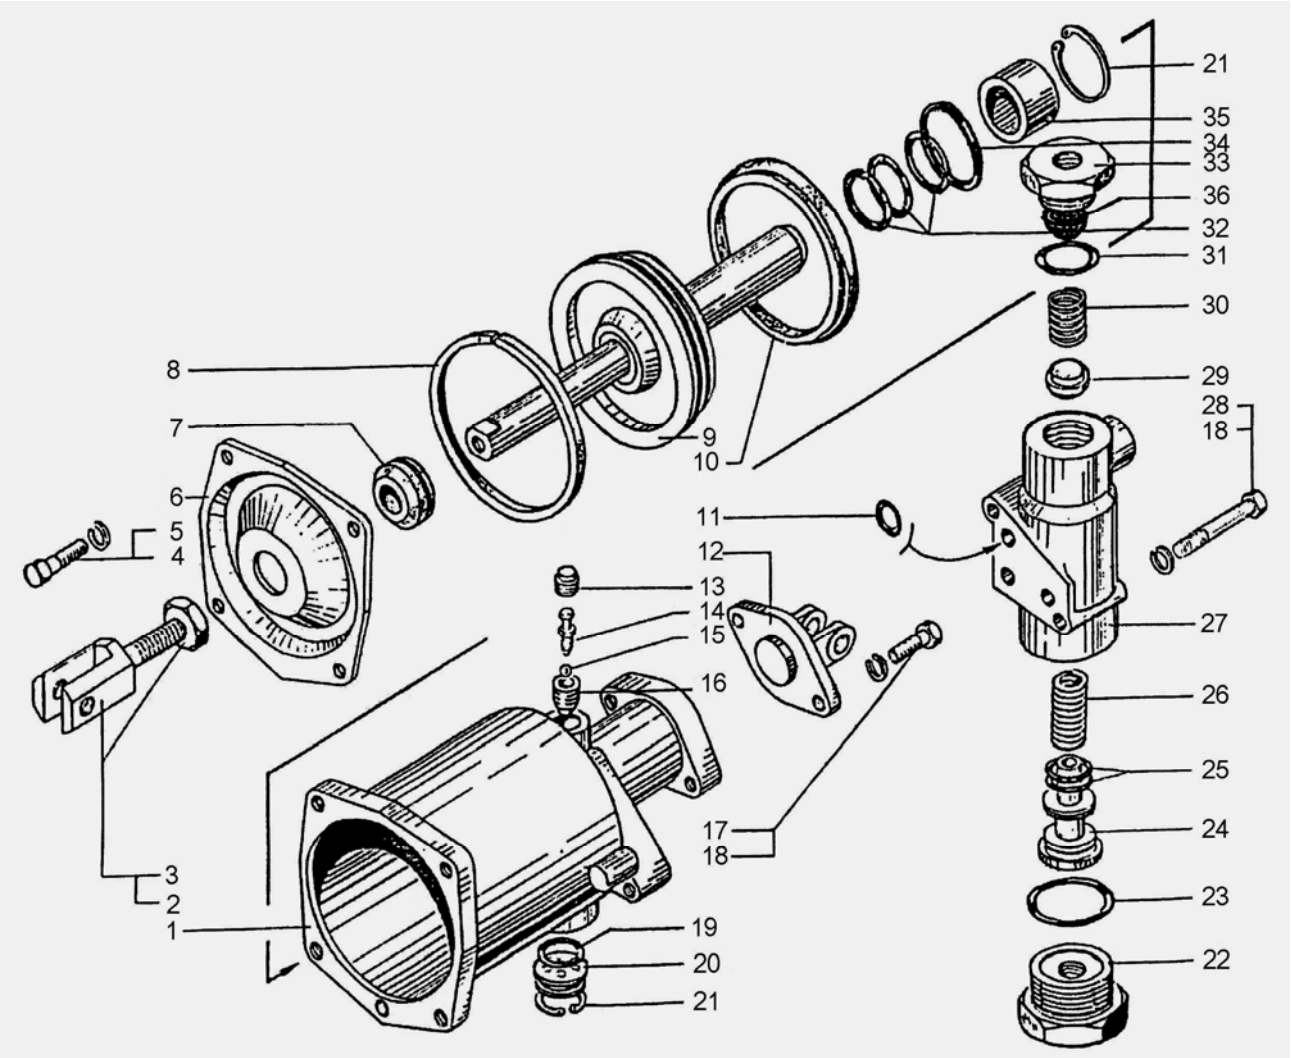

Рис. 4. Пневмогидроусилитель сцепления:
- снять с перепускного клапана 14 (рис.4) колпачок 13 и надеть на клапан шланг для прокачки гидропривода (в ЗИП). Второй конец шланга опустить в сосуд для слива жидкости;
2. Отвернуть гайку стопорную 3 (рис.4) и, придерживая за лыску гидропоршня ключом, вывернуть вилку 2 вместе с гайкой. После чего отвернуть болты крышки 6 снять ее вместе с грязесъемником 7.
- снять колпачок 13 и надеть на перепускной клапан 14 (рис.4) шланг для прокачки привода сцепления;
- отвернуть клапан 14 (рис.4) на 0,5 - 1 оборот;